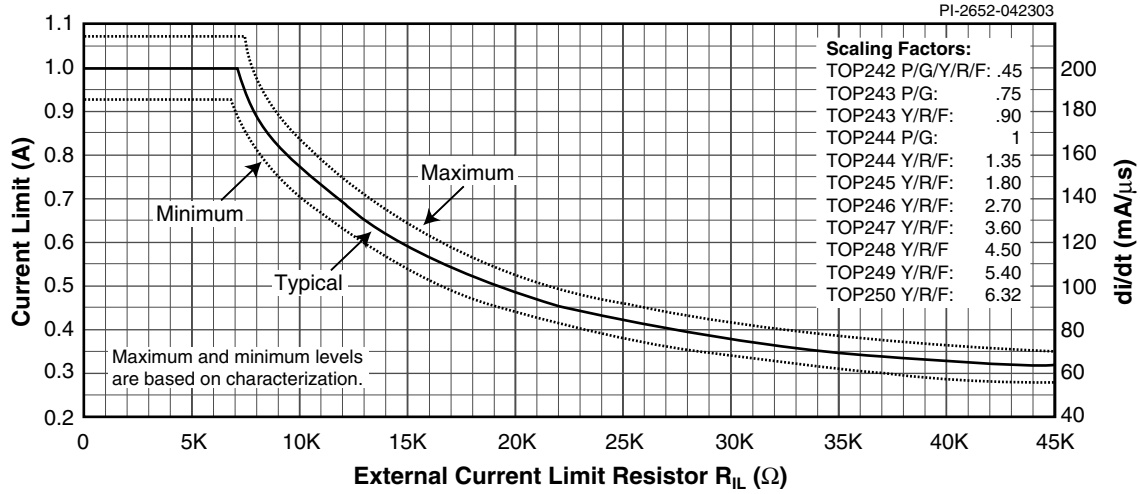

Figure 54b. Current Limit vs. External Current Limit Resistance (see Figures 55b and 56b for TOP245P/G and TOP246P/G).
C. For externally adjusted current limit values, please refer to Figures 54b, 55b and 56b (Current Limit vs. External Current Limit Resistance) in the Typical Performance Characteristics section. The tolerance specified is only valid at full current limit.